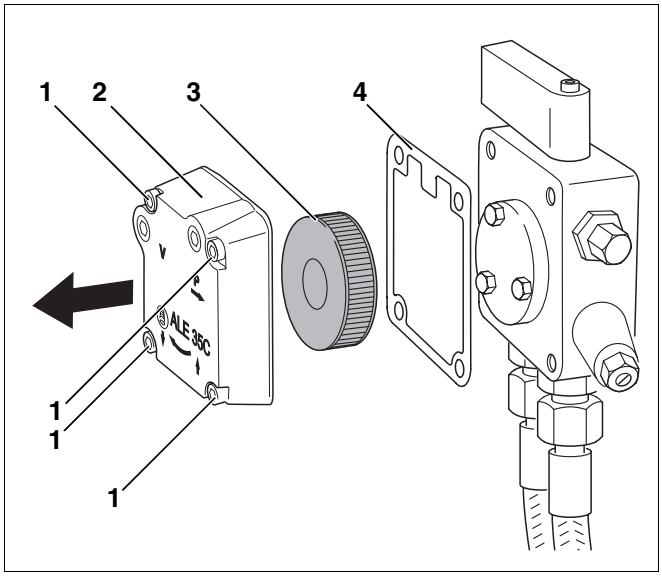

Abb. 28 Ölpumpenfilter prüfen – Ölpumpe Suntec
- Die vier Innensechskantschrauben (Abb. 28, **Pos. 1**) lösen.
- Gehäusedeckel (Abb. 28, **Pos. 2**) abnehmen.
- Ölpumpenfilter (Abb. 28, **Pos. 3**) herausnehmen.
- Dichtung (Abb. 28, **Pos. 4**) auf Beschädigung prüfen und ggf. austauschen.
- Ölpumpenfilter (Abb. 28, **Pos. 3**) mit Waschbenzin reinigen, ggf. austauschen und wieder in die Ölpumpe einbauen.